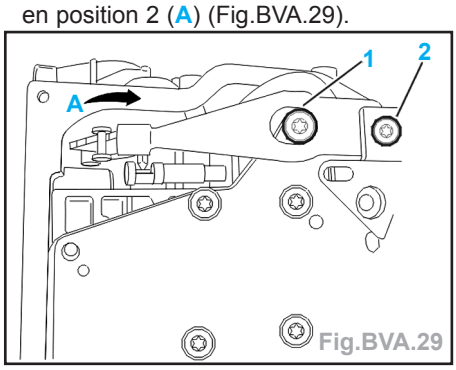

Fig.BVA.29
- Mettre le levier de sélection de vitesse en position 2 (A) (Fig.BVA.29).